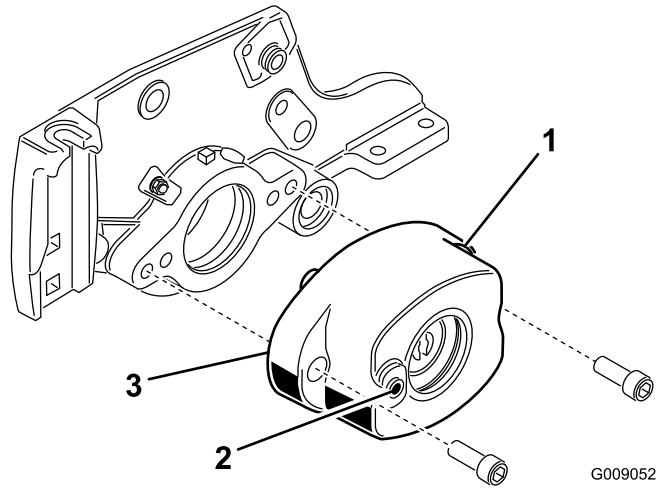

Figur 6
5. Monter rullebørstehuset på knivcylinderens lejehus med 2 unbrakohovedbolte (3/8 x 1 tomme) (Figur 6). Placer rullebørstehuset, så hullet med gevind vender mod klippeenhedens forside.